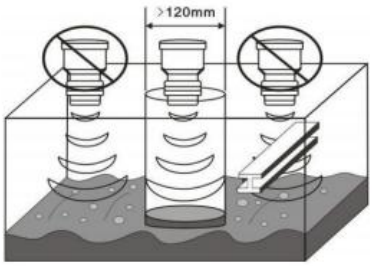

Figure 7
7.1.6 The ultrasonic measurement will get the best results when the surface of the liquid is calm and wave-free. If the surface of the liquid has debris, bubbles or large fluctuations, a wave guide tube should be installed. The diameter of the wave guide tube should be greater than 120mm, and there is no joint. As Figure 7.